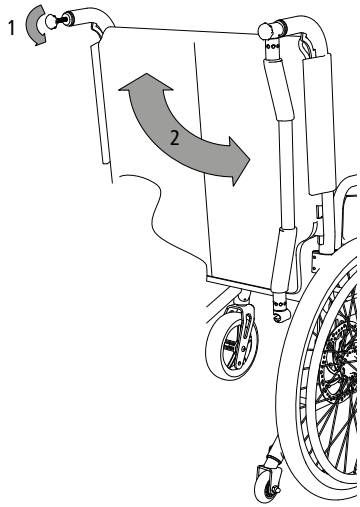

fig. 27
1. Ruotare la manopola a stella (1, fig. 27)fino a che la parte in plastica non fuoriuscirà dal foro.
2. A seguire è possibile girare la barra di spinta lateralmente verso il basso (2, fig. 27). La barra ora è sbloccata ed è possibile chiudere la sedia a rotelle. Per bloccare la barra di spinta eseguire la procedura in ordine inverso.